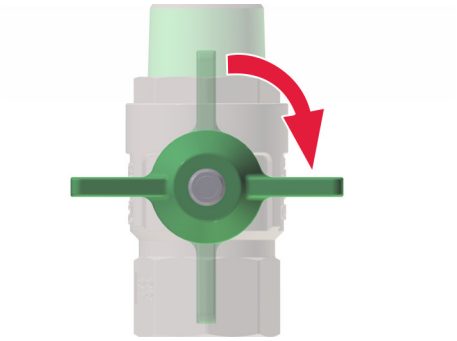

Rys. 33: Zamknięcie głównego zaworu odcinającego
1. Zamknąć wszystkie główne zawory odcinające (Rys. 33) stacji przygotowania świeżej wody ciepłej.